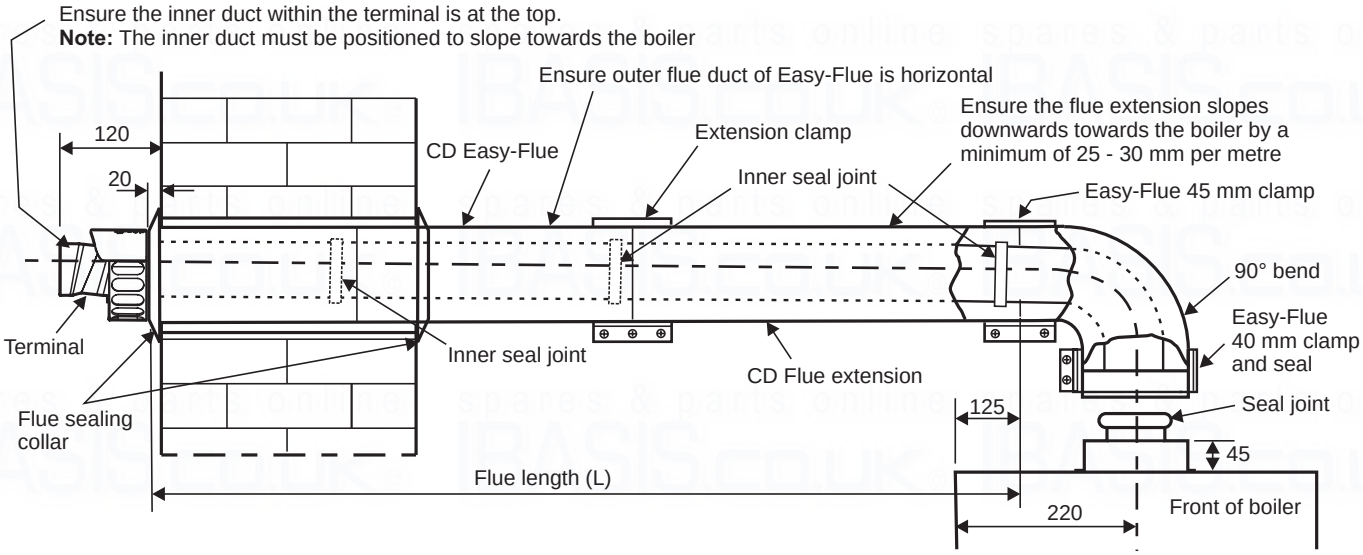

**Fig. 4.11 - Side flue**
### *4.8 EXTENDING THE FLUE - Fig. 4.11*
**Note:** Check the flue terminal protrudes 120 mm out of the wall and that the inner duct of the terminal is positioned correctly, i.e. the inner duct within the terminal is at the top. See Fig. 4.11.